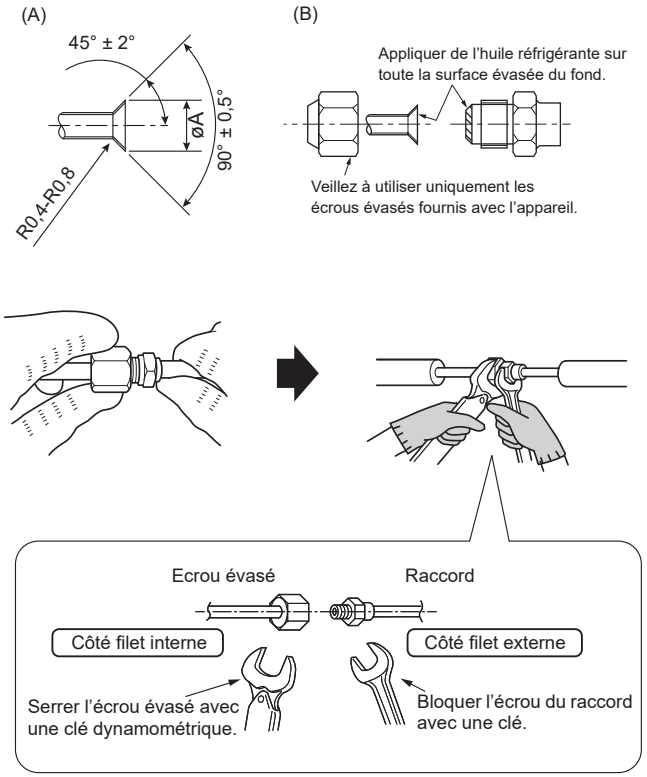

Fig. 5-1
5.2. Connexion des tuyaux (Fig. 5-1)